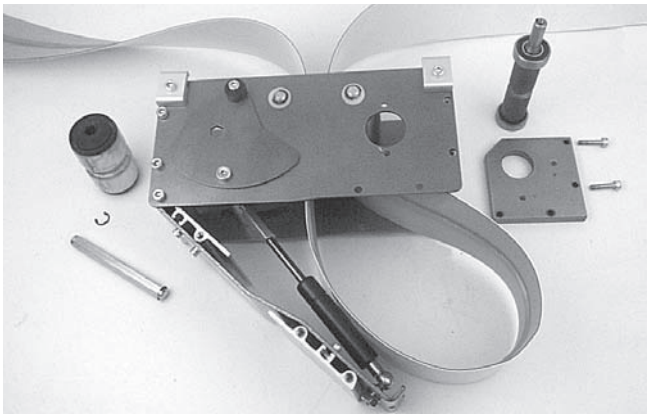

Figure 37
2. Place loop of belt into module (Figure 37).